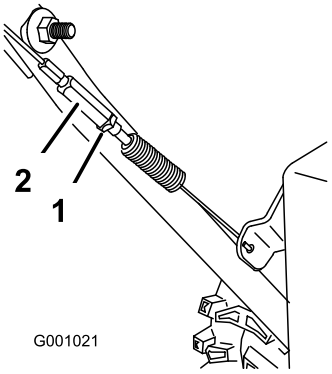

Figur 45
3. Dra åt kontramuttern (Figur 45).